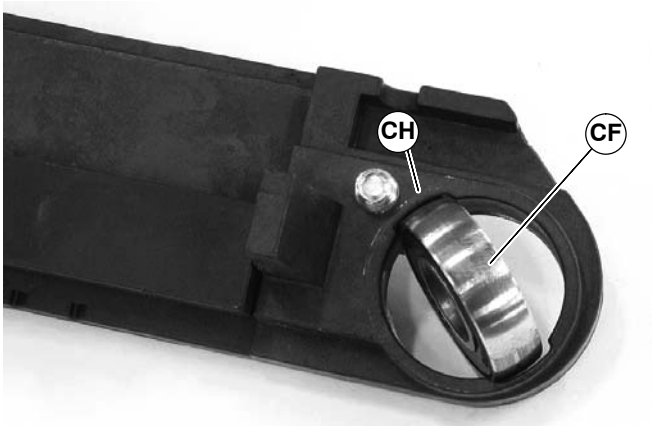

Figure 49
1. Turn bearing (CF of Figure 49) to align with slots (CH) in head plate. Then remove bearing.